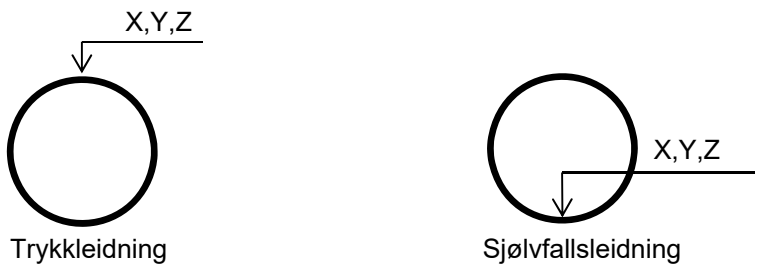
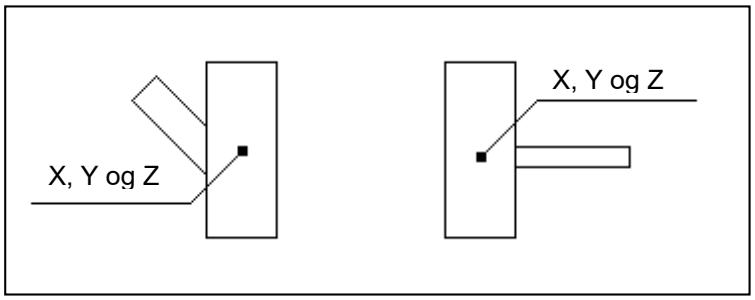

Figur 1. Måling av leidningshøgde.
Figur 3. Innmåling av forgreining og anboring (plan).
4. Høgde skal målast som utvendig topp røyr for trykkleidningar (vassleidningar, pumpeleidningar og dykkarleidningar). For sjølvfallsleidningar skal høgde målast som innvendig **botn røyr**. Sjå figur 1.
Installasjonar utan lokk, dvs. inntak, utslepp, forgreining, anboring og bakkekran, skal målast med X, Y og Z utvendig topp røyr (sjå figur 1). Ved forgreining/anboring er det hovudleidning som skal målast (sjå figur 3).